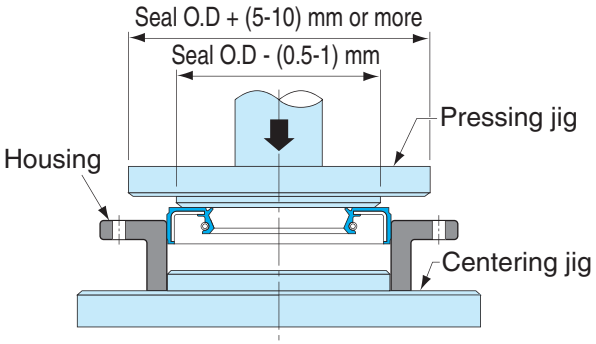
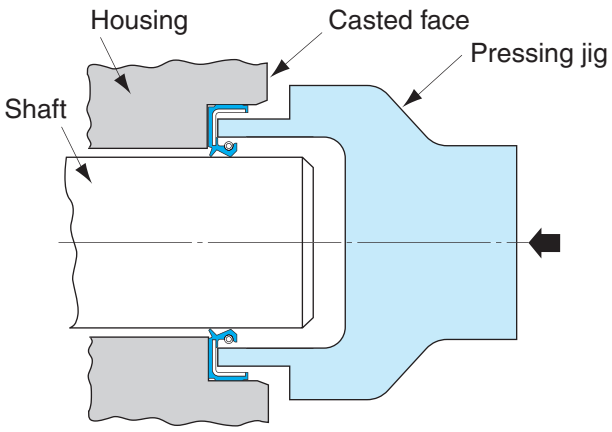

Fig. 1.7.4 Recommended seal press-fitting jigs
Fig. 1.7.5 Seal press-fitting jig for shouldered housing bore in the opposite direction
6) When seal is pressed into housing bore, use pressing jig as shown in Fig. 1.7.4. When press-fitting an oil seal into the housing bore in the opposite direction, use the pressing jig as shown in Figs.1.7.5 and 1.7.6.
Seal press fit at a slant may cause the fit surface to have tear or scuffing and leakage. To ensure good sealing performance, seals need to be mounted at right angles to shafts. For right angled mounting , press the seal down thoroughly to reach the housing shoulder (Fig. 1.7.5).